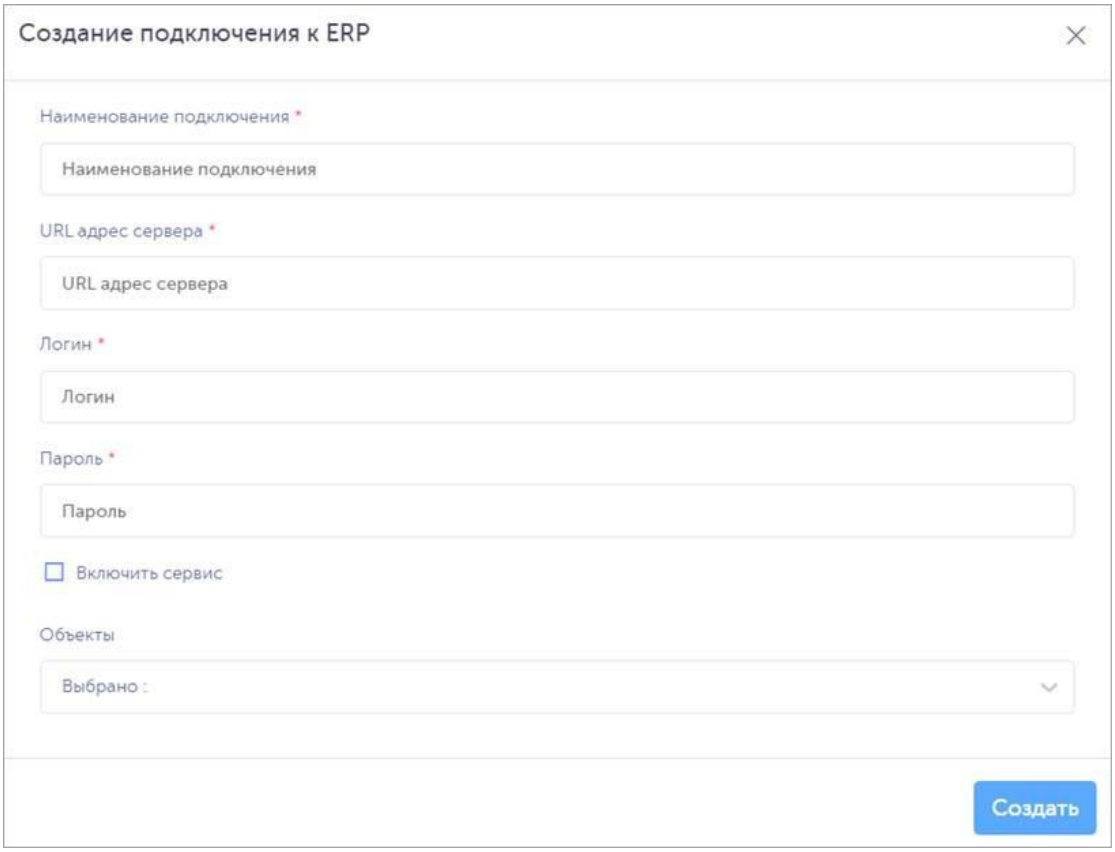

Рисунок 2-191
2) в открывшейся форме «Создание подключения к ERP» (Рисунок 2-191) заполнить соответствующие поля;